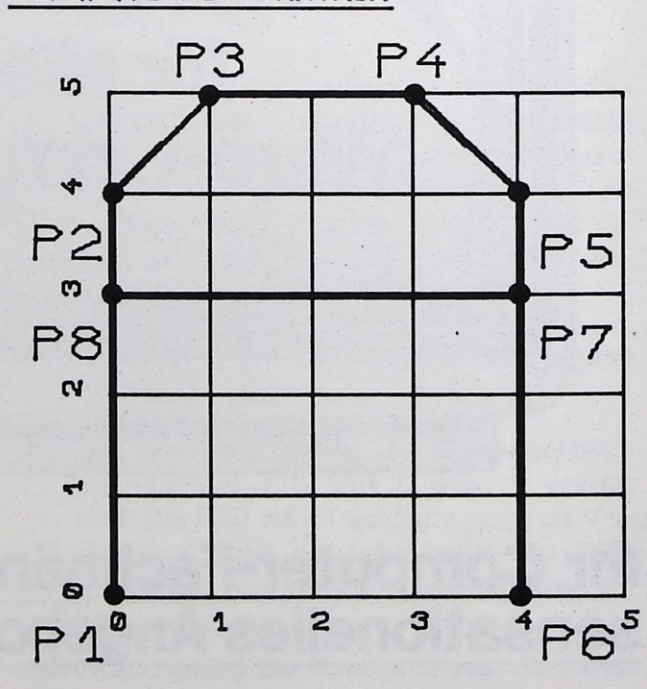

Bild 4
Um Speicherplatz zu sparen, wird die Zeichentabelle in komprimierter Form durch ein separates BASIC-Programm vor dem XY-Schreiber-Betriebsprogramm geladen. Es bringt die Tabelle in den oberen, durch POKE-Befehl geschützten Speicherbereich ab Adresse 7769—1890. Die Zeichen werden als absolute Koordinaten in einer 4(X) mal 5(Y) Matrix festgelegt. Am Buchstaben A, siehe Bild 4, soll das verwendete Format der Zeichendarstellung erläutert werden.